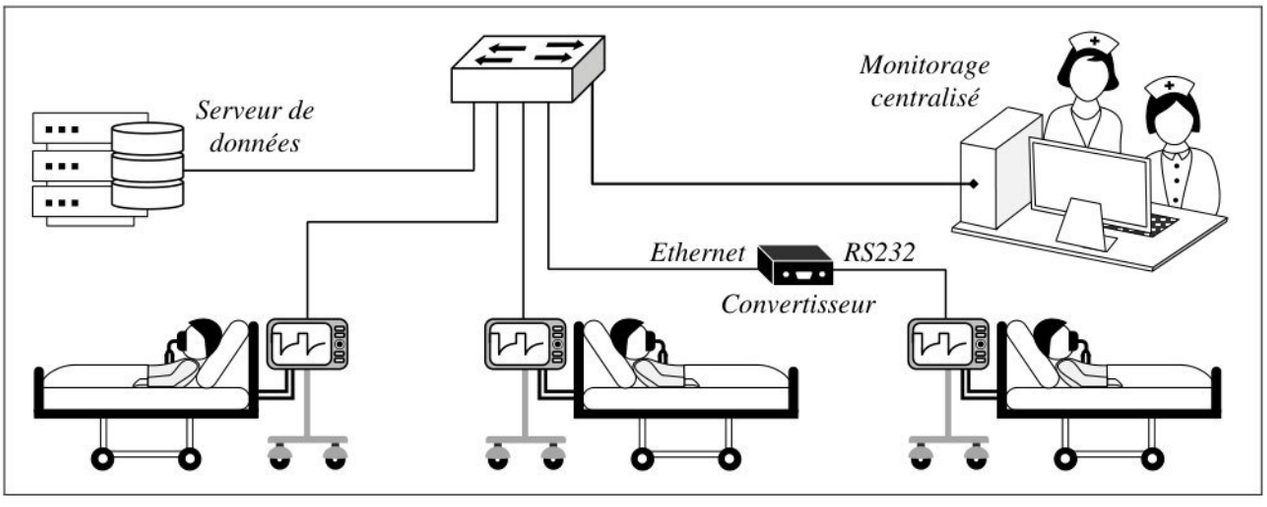

Figure 13 : Réseau d'information hospitalier
Dans une unité de soins intensifs, afin d'améliorer la qualité de service, les respirateurs sont raccordés au réseau local Ethernet (figure 13). Les données communiquées au poste de surveillance centralisée permettent d'informer le personnel soignant des cas nécessitant une attention immédiate.
D.1) Qu'appelle-t-on l'équipement réseau reliant les nœuds dans la figure 13 ?
D.2) Quelle est la topologie du réseau représenté par la figure 13 ?